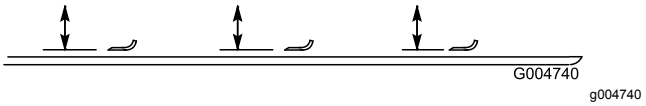

Figuur 109
2. Draai het mes totdat de uiteinden in de lengterichting liggen (Figuur 109). Meet de afstand vanaf de binnenkant van het maaidek tot de voorste snijrand van het mes. Noteer deze afstand.